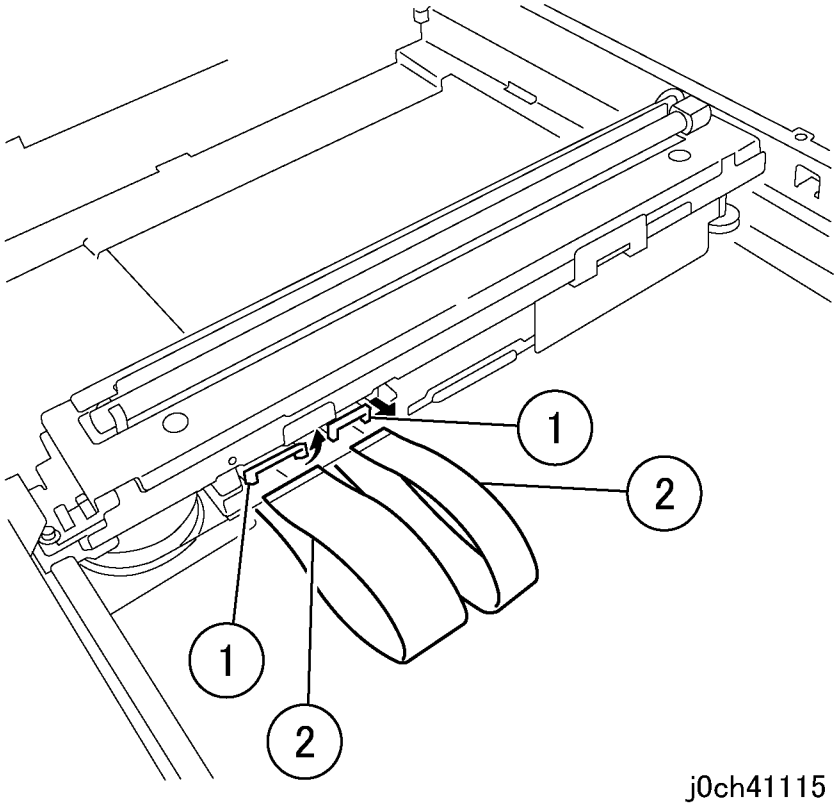

Рисунок 8 Снятие пластины (j0ch41115)
9. Отсоедините кабель интерфейса NBCR/кабель питания NBCR (рисунок 8).